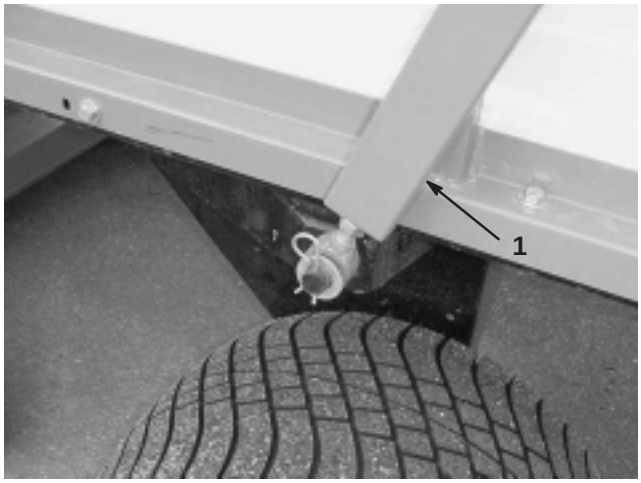

Figure 8
- Remove cotter pins and washers securing rear of door links to frame pins (Fig. 8).